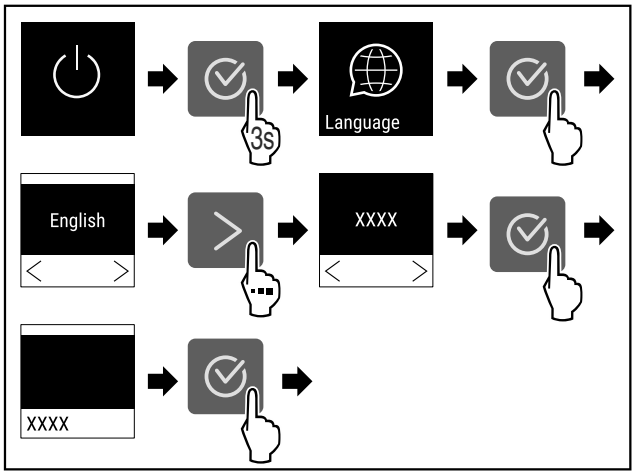

Fig. 52
▶ Suivre les étapes (voir Fig. 52) .